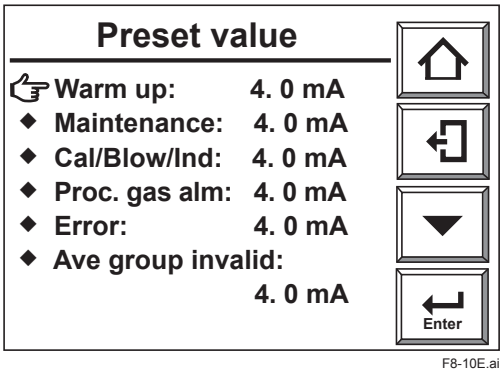

Figure 8.10 Preset value setting
6) If you select [Preset value] and touch the Enter key then the display shown in Figure 8.10 appears.